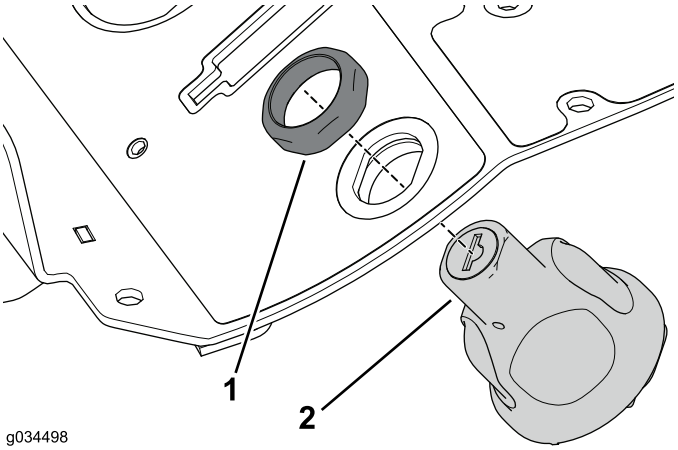

Рисунок 13
4. Открутите стопорную гайку на замке зажигания, чтобы снять его с узла консоли (Рисунок 13).